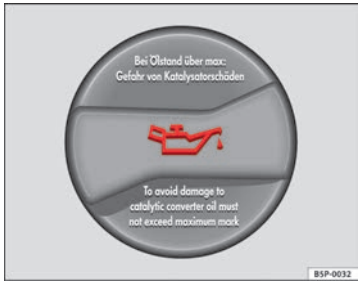

Fig. 167 In the engine compartment: Engine oil filler cap
– Unscrew cap from engine oil filler opening ⇒ Fig. 167.
– As soon as the oil level is in area (B), carefully close the cap.